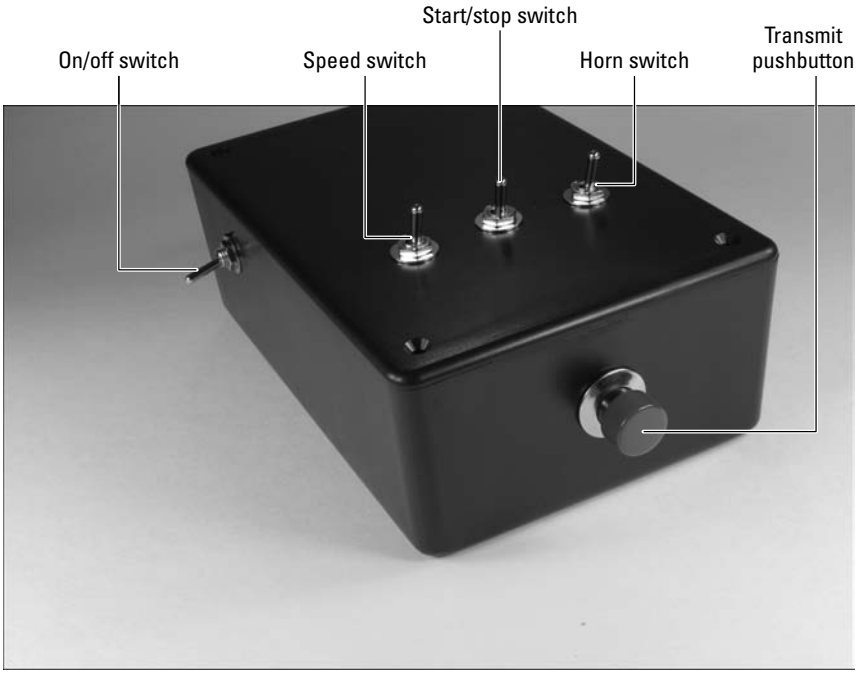

Figure 13-13: Box with all the switches and buttons in place.
1. **Drill holes in the box where you will mount the on/off switch, speed switch, horn switch, start/stop switch, transmit switch, and antenna, as shown in Figures 13-13 and 13-14.**